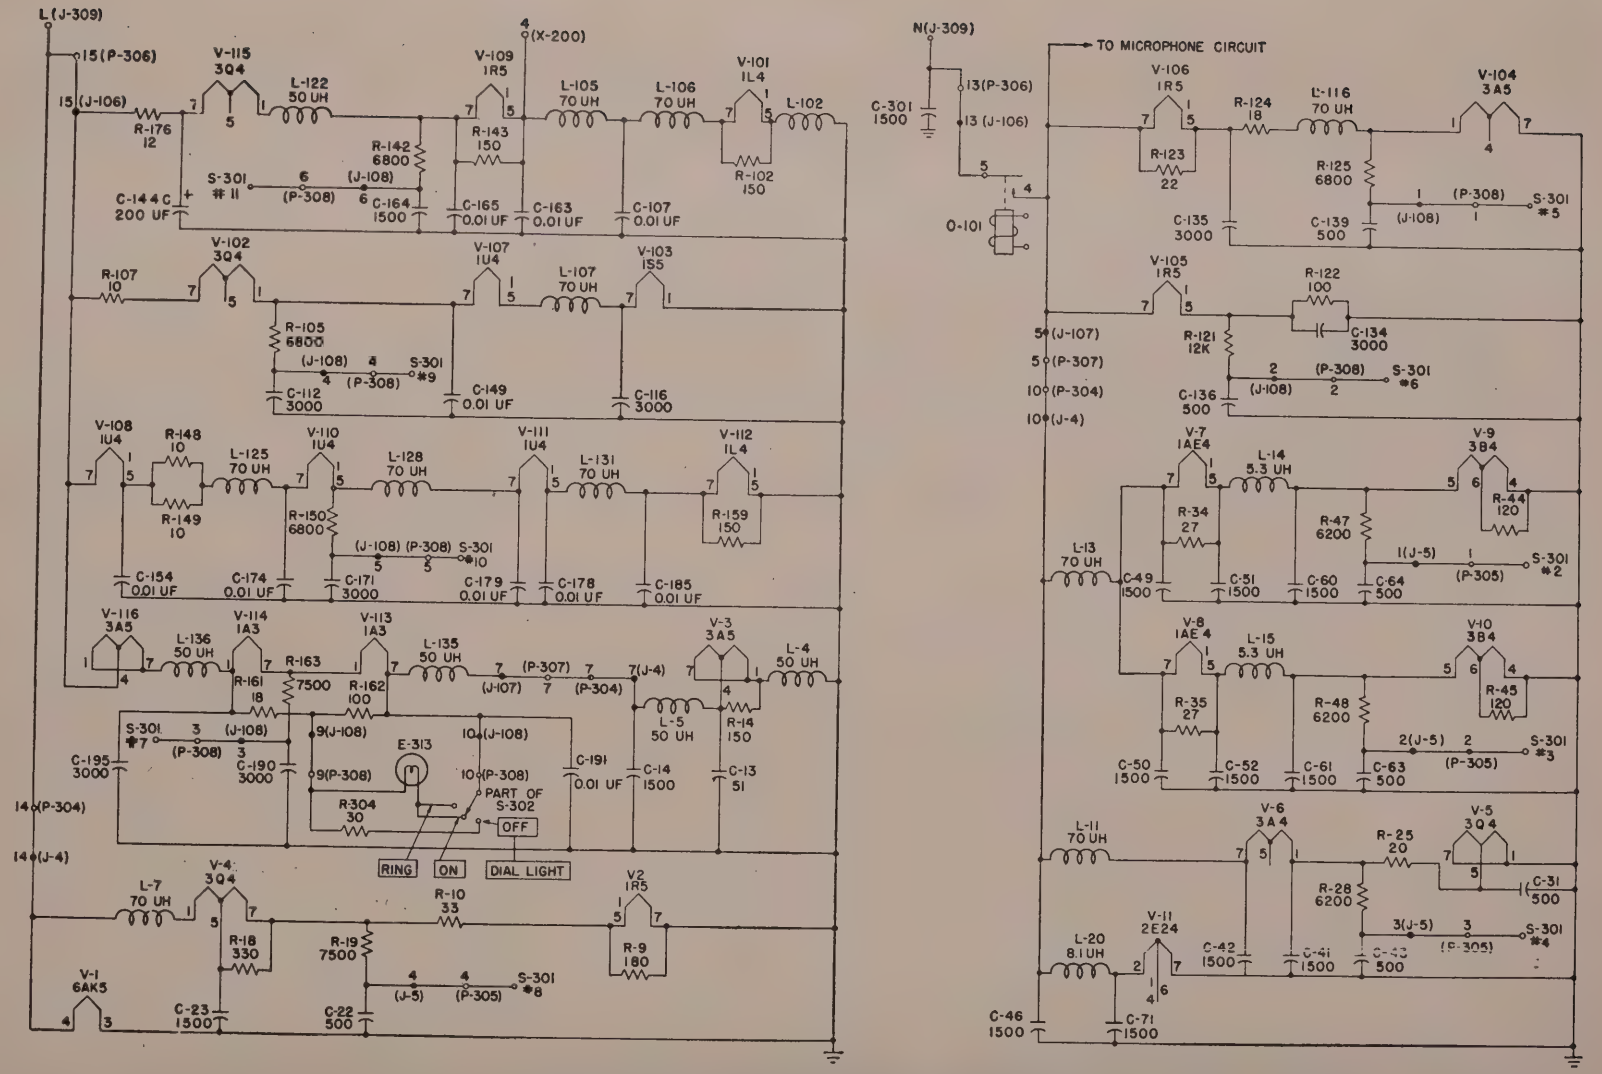

Figure 46. Set 1 filament circuit, schematic diagram.
(3) If the above checks do not reveal a defective part, refer to paragraph 86 for additional check procedures.
d. Receiver Filament Check. Turn the METER switch successively through positions 7, 8, 9, 10, and 11. If an abnormal meter reading is obtained in any of these positions, refer to the filament chart (par. 87) for the probable defective tube involved. Refer also to the filament schematic (fig. 46).
f. Transmitter Filament Check. Press the push-to-talk button on the handset and turn the METER switch successively through positions 2, 3, 4, 5, and 6. If an abnormal meter reading is obtained, refer to the filament chart (par. 87) for the probable defective tube involved. Refer also to the filament schematic (fig. 46). If all of the readings are very low or zero, the trouble is probably in the power supply (par. 91). Check fuse F–1, thermal relay K–1, and ballast tubes R–24, R–25, R–37, and R–38 in the power supply (figs. 49 and 50). (Ballast tubes R–37 and R–38 are included in Power Supply PP–112/GR only.)
(1) If an abnormally low deflection is obtained on the meter, check the antenna tuning (par. 35). If it is impossible to obtain any output, and the tubes have been checked as outlined in the preceding subparagraphs, the trouble may be due to misalinement.